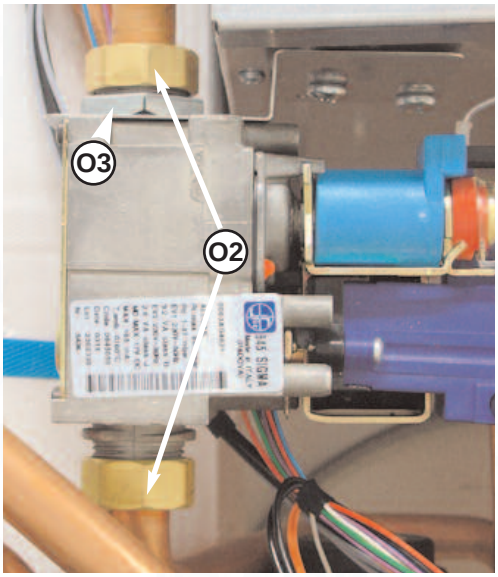

Fig. 18.45
4. Undo the 2 gas pipe nuts "**O2**" (spanner 30) and the nut "**O3**" securing the gas valve from the combustion chamber *(see Fig.18.45)*;